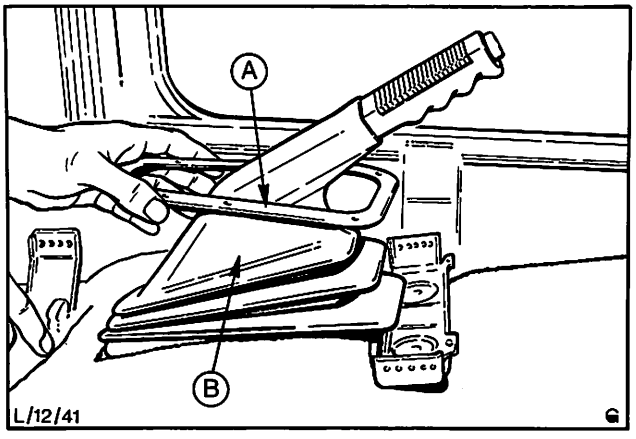

Abb. 87 A = Manschettenhalter
2. Befestigungsschrauben vom Manschettenhalter und Manschette des Handbremshebels entfernen, um Schalter freizulegen, Abb. 87.